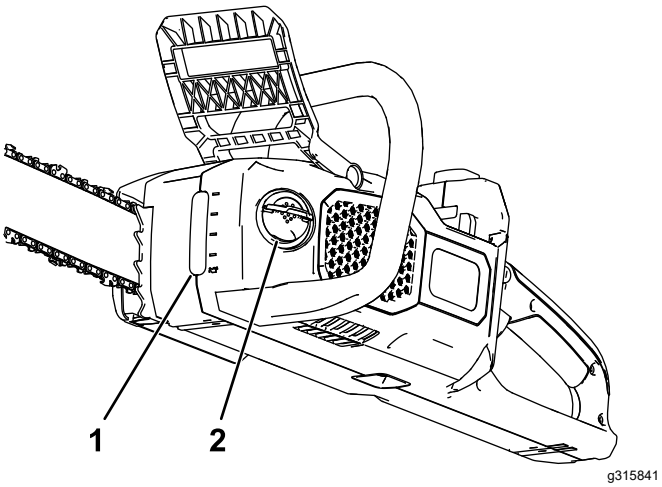

Figur 24
2. Kontroller oljenivået i vinduet. Hvis oljen ikke fyller vinduet, fyller du på sagkjedeolje etter behov (Figur 24).
4. Rengjør området rundt oljelokket (Figur 24).
5. Brett ut vingemutteren på oljelokket. Ta av lokket og fyll motorsagens sagkjedeoljetank (Figur 24).